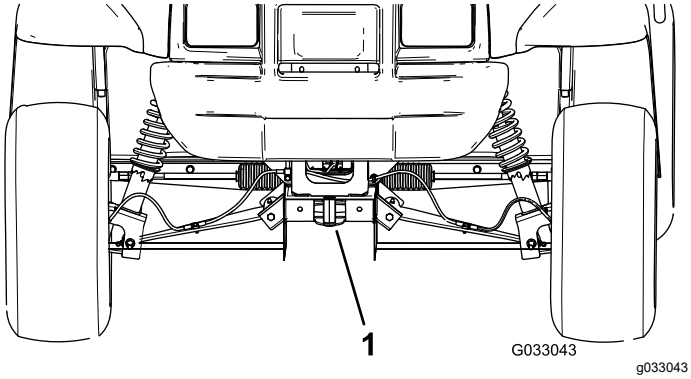
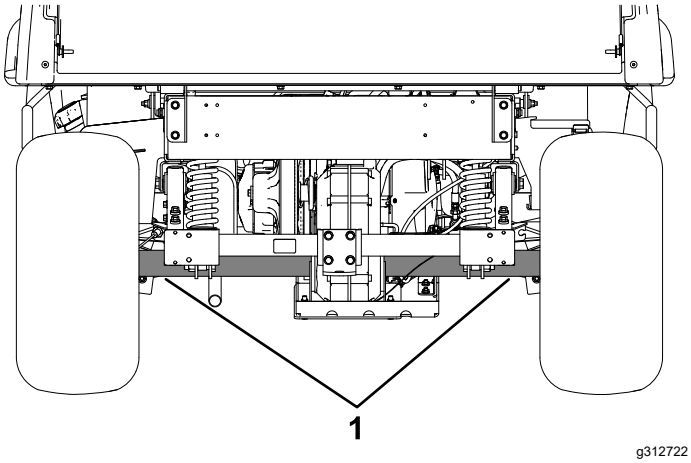

**Figur 17**
**Figur 18**
Se Figur 17 og Figur 18 for bindepunkternes placering på maskinen.
2. Sæt et bugsertov fast på trækstangen forrest på maskinstellet (Figur 17).